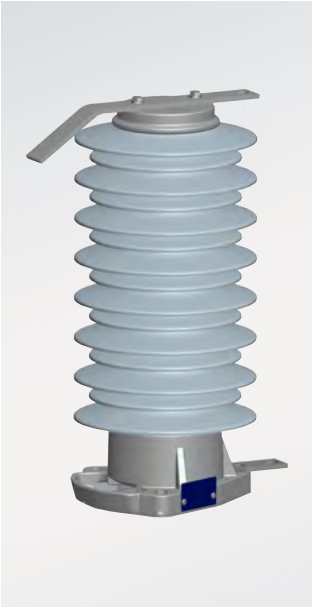

Fig. 4.4-1: Medium-voltage MO arrester for special applications
- The 3EB and 3EC surge arresters for railway DC as well as AC applications (fig. 4.4-1)
- The 3EF group of surge arresters and limiters for the protection of motors, dry-type transformers, airfield lighting systems, and cable sheaths, as well as for the protection of converters for drives (fig. 4.4-1)